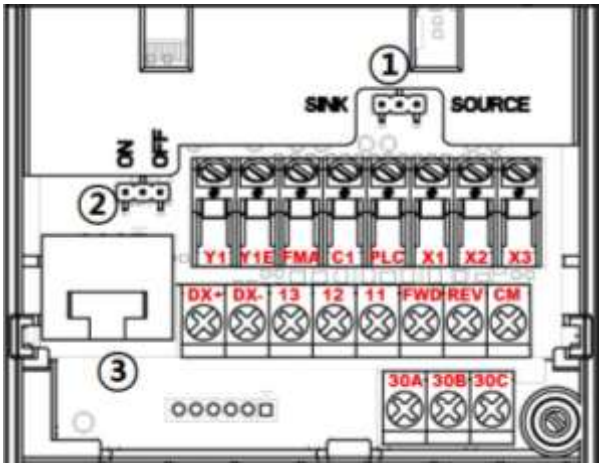

Figura 6: Morsettiera di controllo
La porta RJ-45, rappresentata in Figura 6 con il numero (3), viene utilizzata per connettere il cavo opzionale avente codice **3G3A1-PC03** (RS485/USB) utilizzato per programmare il dispositivo mediante software Sysmac Studio o J1 Editor.